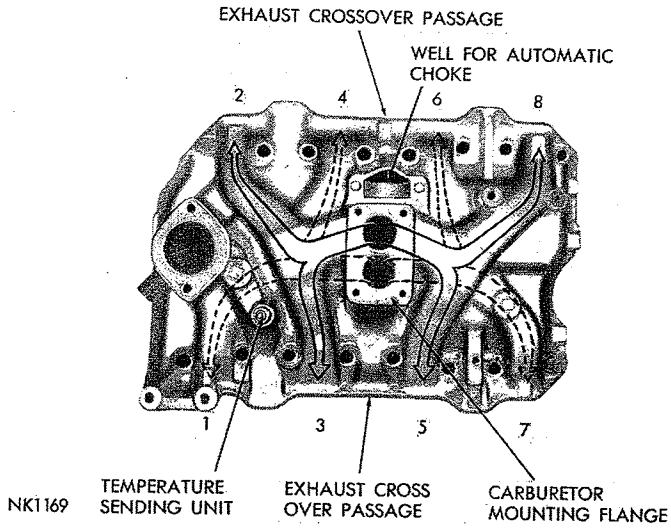

*Fig. 14—Intake Manifold (318 Cu. In. Engine)*
(1) Clean manifold (Fig. 14 or 15) in solvent and blow dry with compressed air.
(2) Inspect exhaust crossover passages and pressure test for any leakage into the intake passages.
(3) Inspect mating surfaces for parallelism.
(4) Use new gaskets when installing manifold. Reinstall manifold as outlined in Group 9, "Engine."